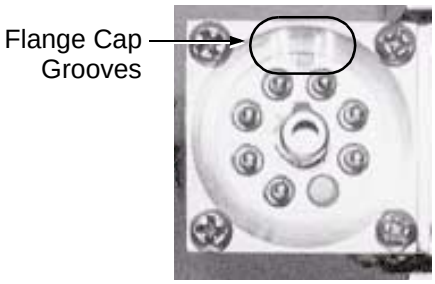

Figure 5-45 Flange Cap Grooves Aligned with Preamplifier Legs
3. Replace the preamplifier flange cap so that the grooves in the depression of the flange cap line up with the legs on either side of the center post (Figure 5-45).